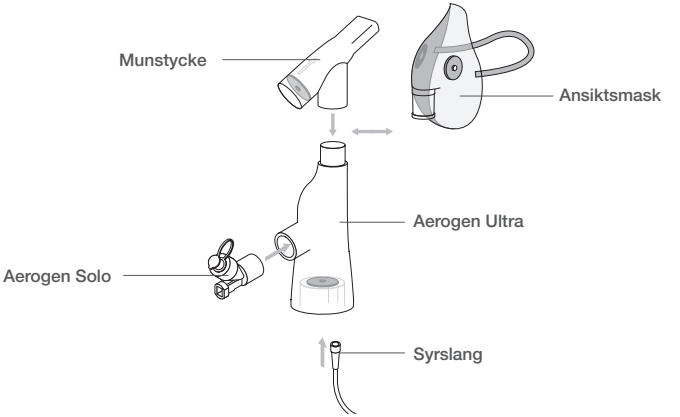

Figur 4. Montering av Aerogen Ultra
1. Sätt in Aerogen Solo nebulisator ordentligt i Aerogen Ultra enligt figur 4.